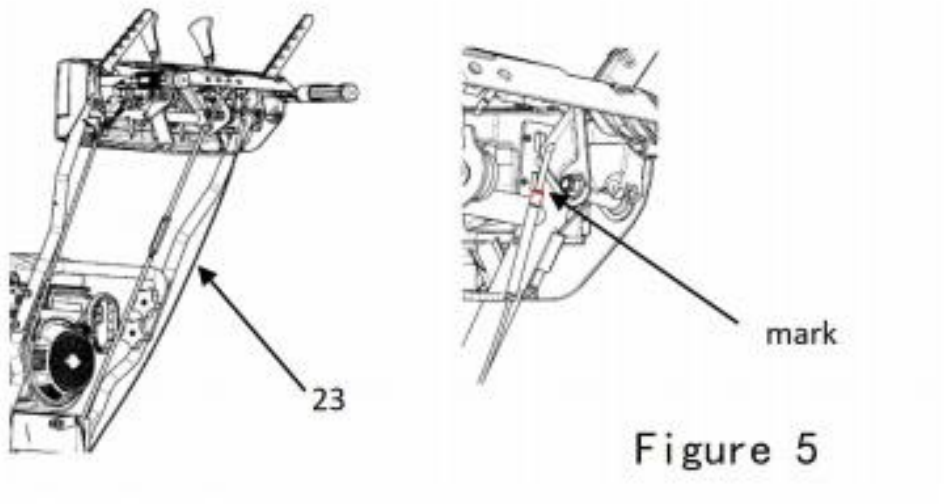

Figure 5
2. Insert the Z-shaped hook into the inner hole of the drive clutch handle (Item 2), then thread the tube back onto the hook. Align the threaded tube to the factory reference mark. (See Figure 5)